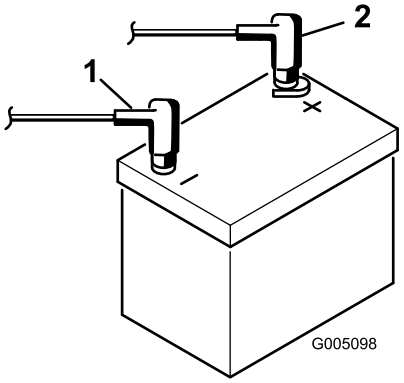

Figur 8
8. Anslut den röda pluskabeln till plusanslutningen (+) och den svarta minuskabeln till minusanslutningen (–) på batteriet, och fäst kablarna med bultar och muttrar (Figur 8). Förhindra eventuell kortslutning genom att trä gummiskon över plusanslutningen.